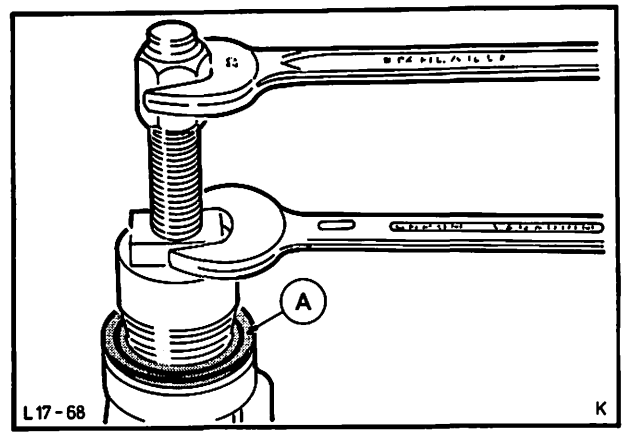

Abb. 118 Radialdichtring – Getriebeverlängerung ausbauen, dabei Werkzeug mit einem Maulschlüssel festhalten
2. Radialdichtring mit Werkzeug 17-001 ausbauen. Abb. 118.